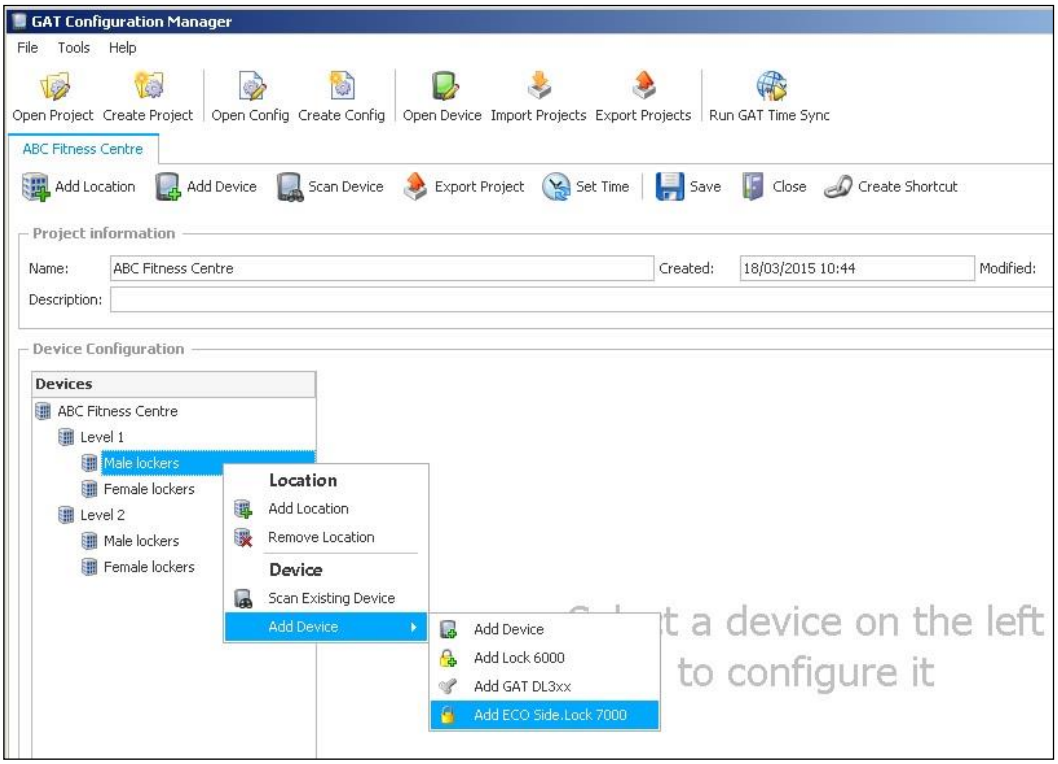

***Figure 5.3** – GAT Config Manager – Adding a GAT ECO.Side Lock 7000 BA*
► To add a GAT ECO.Side Lock 7000 BA to a location, right-click on the location and select “Add ECO.Side Lock 7000” from the “Add Device” menu (Figure 5.3).